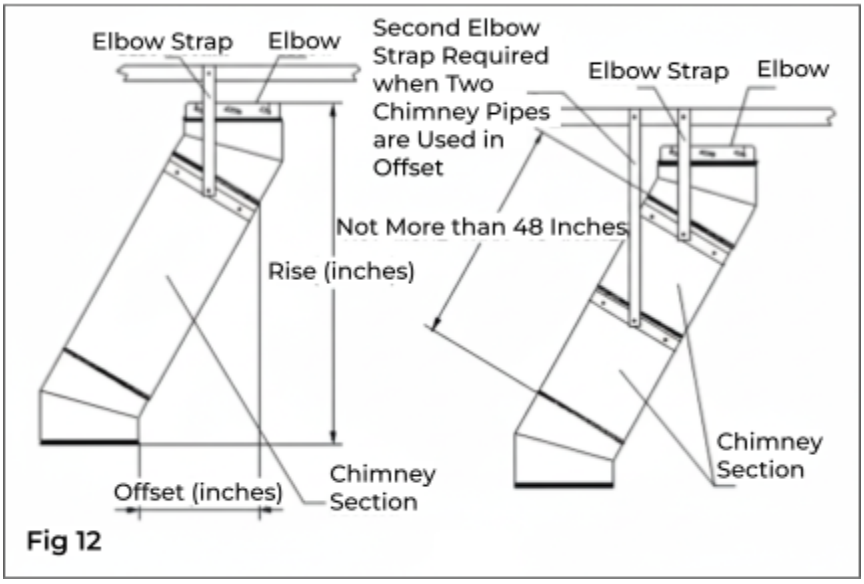

Fig 12
1. **Attach Elbows:** Attach Elbow to Chimney Section or other Elbow. Please note that the female end of the elbows are not lanced in order to ensure proper alignment of the chimney system can be maintained. Chimney Pipe Clamps are included and must be used at all chimney joints. Attach one Elbow to the Chimney Section below, and align it for the offset. Refer to **Table 2** to determine the required offset length and attach an appropriate length (or lengths) of Chimney Section(s) above the Elbow. Notes: In practice, offset dimensions may vary by up to 1 inch. Always site-verify dimensions before installation. A maximum of two chimney sections can be connected between elbows. The maximum length of chimney pipe between elbows is not to exceed 72”. Attach the second Elbow above the Chimney Section to complete the offset (Fig 12).
Sections until the Elbows are supported. Be sure that the chimney remains vertical. If there is more than one Chimney Section between the Elbows, install a second Elbow Strap around the joint of the two Chimney Sections (Fig 12).